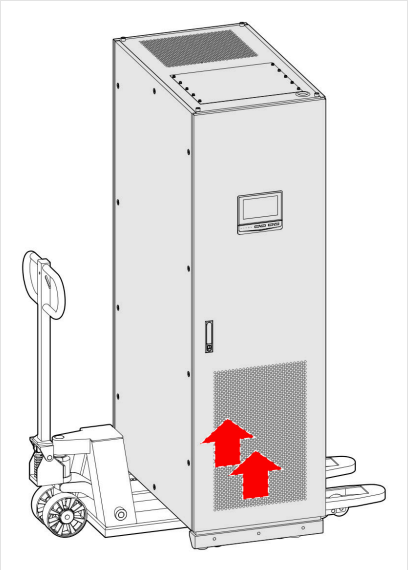

FIGURE 4-16 Lift the UPS
4. Lift the UPS with a forklift (Figure 4-16).